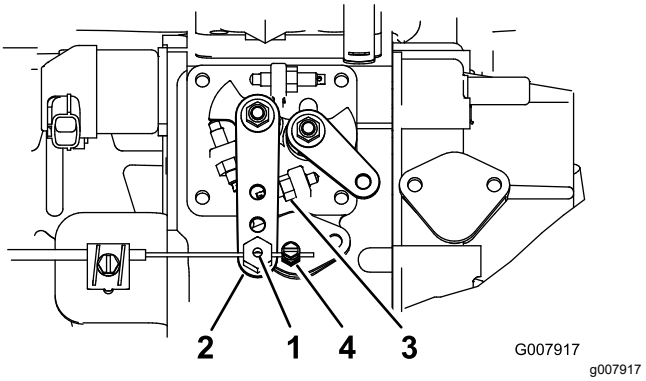

Rysunek 52
2. Poluzuj złącze przewodu przepustnicy na przewodzie przepustnicy obok dźwigni pompy wtryskowej (Rysunek 52).
3. Dociśnij ramię pompy wtryskowej do ogranicznika wysokich obrotów biegu jałowego (Rysunek 52).